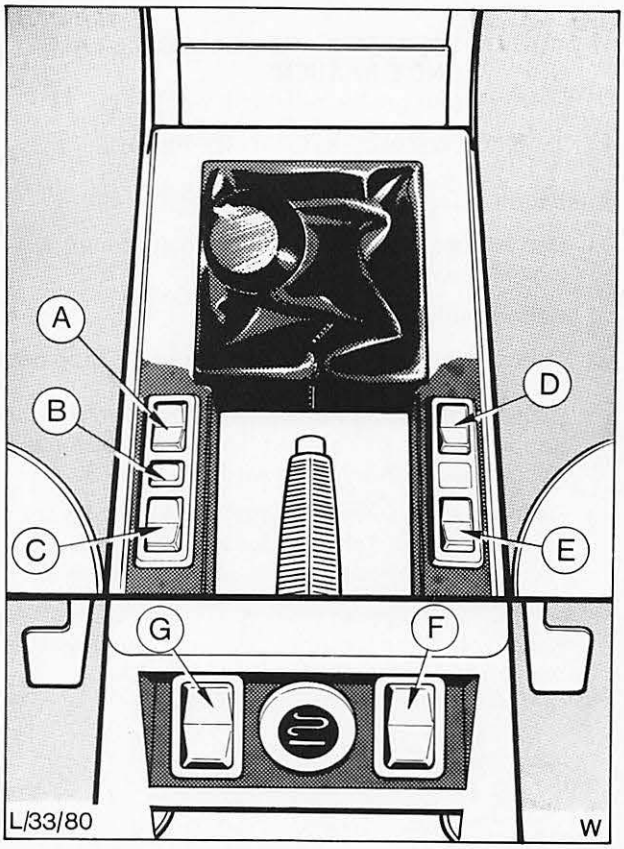

Abb. 27 Schalter – Fensterbetätigung
2. Entsprechenden Schalter vorsichtig aus der Konsole lösen, vgl. Abb. 27.